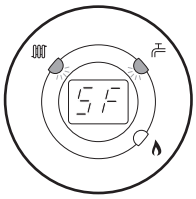

Fig. 94
4. The display will now alternate between 'SF' and the current boiler temperature and both green LEDs will flash (Figs. 94 & 95).